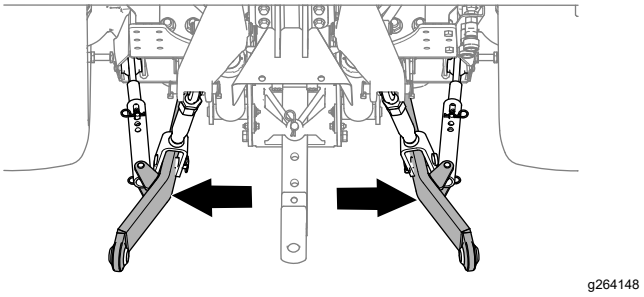

Figuur 26
4. Zet de stabilisatiearmen (Figuur 26) volledig naar buiten; raadpleeg de *Gebruikershandleiding* van het trekvoertuig.